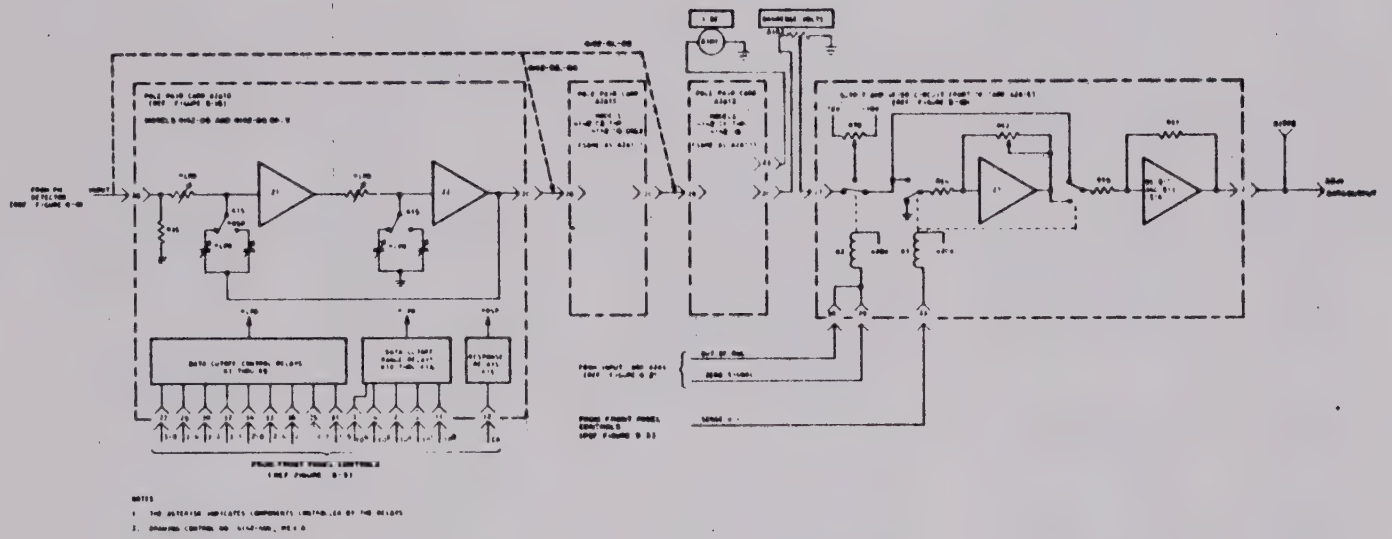

Figure 4-6. Low-Pass Output Filter and Output Amplifier Circuit Group Functional Block Diagram
4.3.5 Low-Pass Output Filter and Output Amplifier Circuit Group (Ref. Figure 4-6)
The LPOF is composed of either three, five, or seven relay-tunable, RC filter stages, depending upon the design configuration. Each filter stage is followed by an isolation amplifier. For all configurations of the Model 4142, the first filter stage is located on card A2A8 and is functionally part of the FM detector as described in paragraph 4.3.3. For three-pole LPOF configurations (Models 4142-01 and -02), the second and third filter stages are located on pole-pair card A2A12. For five-pole configurations (Models 4142-03 and -04), filter stages two through five are located on pole-pair cards A2A11 and A2A12. For seven-pole LPOF configurations (Models 4142-05 and -06), all three pole-pair cards are used. Since the operation of each pole-pair card is the same, only the operation of the filter stage located on card A2A10 (Figure 4-6) is discussed below.